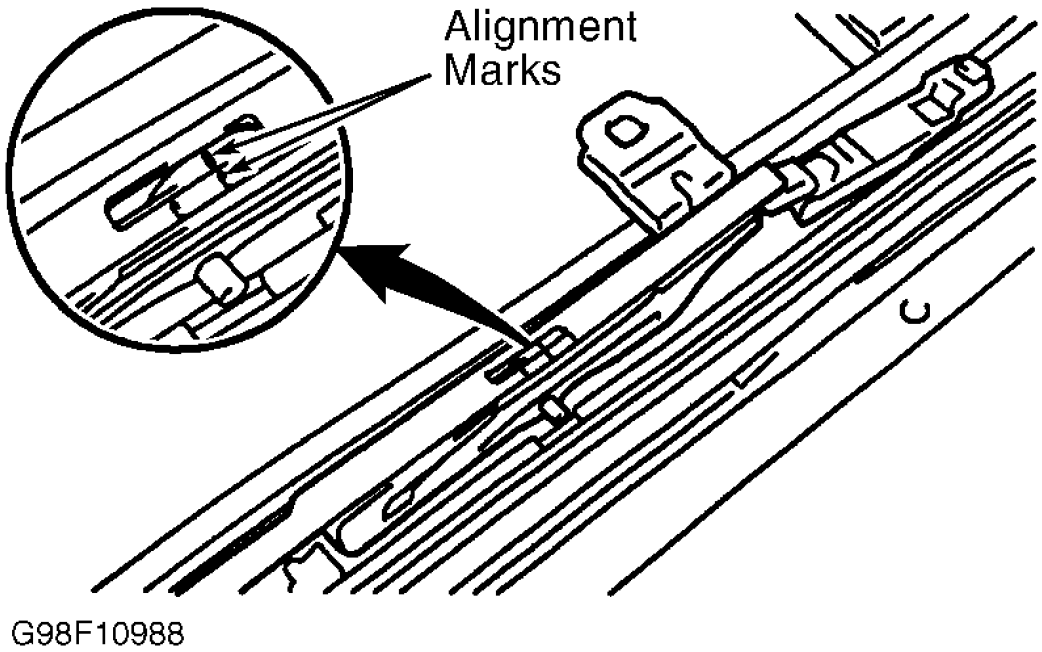

Fig. 55: Aligning Drive Cable (Land Cruiser)
2. To reassemble, adjust drive cables to a completely closed and tilted down position. Slide both cables forward or backward to align marks. See **Fig. 55** . To complete reassembly, reverse disassembly procedure.